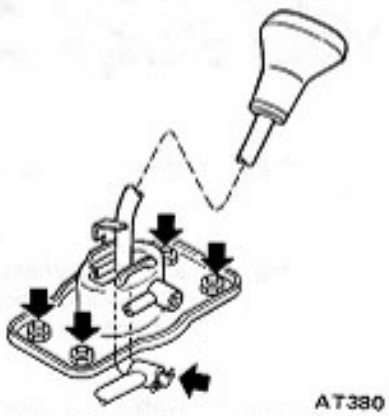

Fig. AT-40 Dépose du levier de changement de vitesses
2. Retirer la goupille à ressort qui raccorde la barre de commande sur le levier de changement de vitesses. La Figure AT-40 illustre l'emplacement des quatre boulons et de la goupille à ressort.